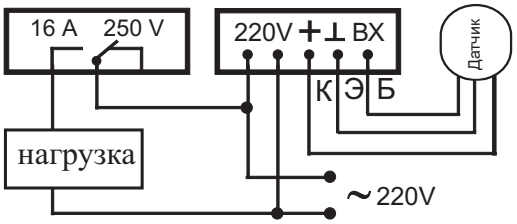

Рис.2 Схема подключения.
**Внимание !** Все операции по монтажу прибора производить при выключенном питании. Смонтировать прибор в выбранном месте и собрать электрическую схему приведенную на рис.2. На датчике провод **ВХ** белого цвета, + красного ⊥ экран. При необходимости можно удлинить соединяющий провод. Марка удлиняющего провода не регламентирована. Можно применять любой подходящий. Провода соединяющие датчик с прибором нежелательно размещать рядом с силовыми проводами электропитания.. **Необходимо позаботиться о том чтобы влага в виде капелек воды, конденсата, тумана не попадала на чувствительный элемент датчика это может привести к фатальным для датчика последствиям. К аналогичным последствиям приводит наличие в измеряемом воздухе паров алкоголя (этилового спирта).**